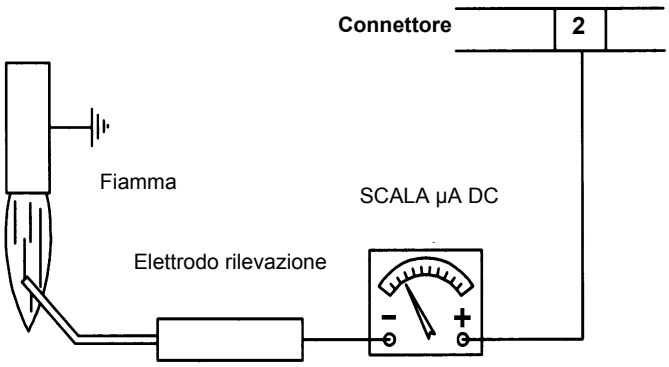

Fig. 66
- Esame elettrodi di accensione e di rilevazione, pulizia, eventuale registrazione e se necessario sostituzione (vedi Fig. 67).In caso di dubbio verificare il circuito di rilevazione, dopo aver rimesso in funzione il bruciatore, seguendo lo schema in Fig. 66
Nel caso in cui il bruciatore vada in blocco, eseguire i seguenti controlli. Per misurare il segnale di rilevazione seguire lo schema in Fig. 66. Se il segnale è inferiore al valore indicato, verificare la posizione dell'elettrodo di rilevazione, i contatti elettrici ed eventualmente sostituire l'elettrodo di rilevazione.